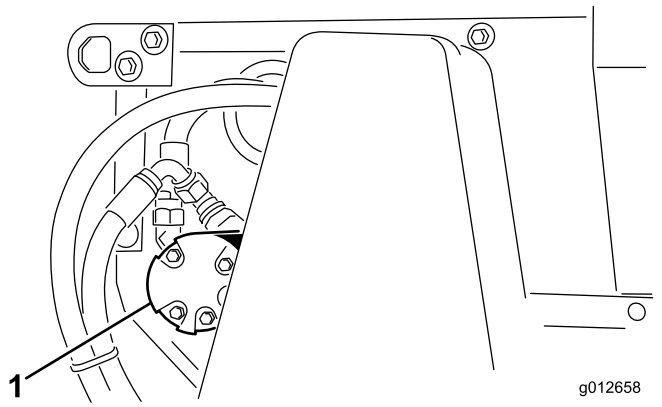

Rysunek 30
2. Poluzuj nakrętki mocujące silnik szczotki (Rysunek 30) po lewej stronie maszyny.